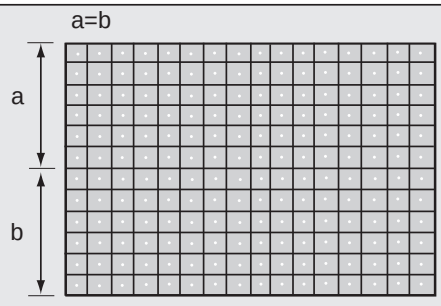

Figure 33. **Linearity adjustment**
2. Adjust linearity data “V-C” so that interval of “a” is same as “b” (a=b). (See Fig. 33)